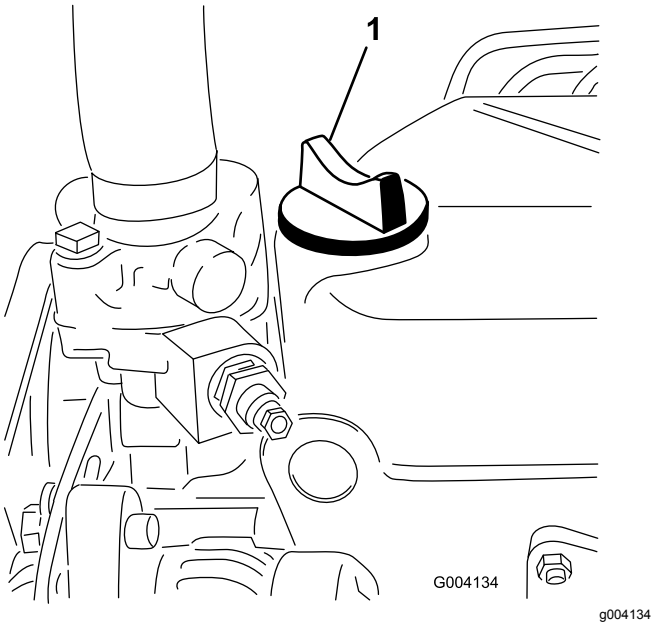

Figur 30
5. Om oljenivån inte når upp till markeringen FULL på oljestickan tar du bort påfyllningslocket (Figur 30) och fyller på olja tills nivån når upp till markeringen FULL.